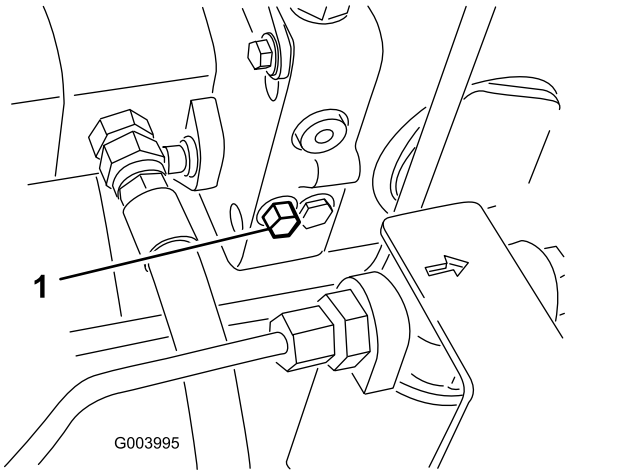

Figur 55
1. Vrid bulten 1–1,5 varv för att öppna ventilen och låta olja avledas internt (Figur 55).